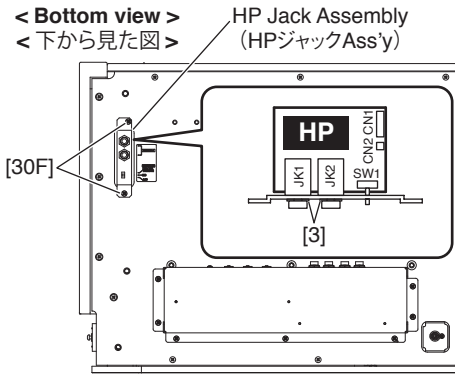

Fig.15（図 15）
14-2 Remove the two (2) screws marked [30F]. The HP jack assembly can then be removed. (Fig.15)
14-2 [30F] のネジ 2 本を外し、HP ジャック Ass'y を外します。(図 15)
14-4 Remove the two (2) nuts marked [3]. The HP circuit board can then be removed from the HP jack assembly. (Fig.15)
14-4 [3] の六角ナットを 2 個外し、HP ジャック Ass'y から HP シートを外します。(図 15)